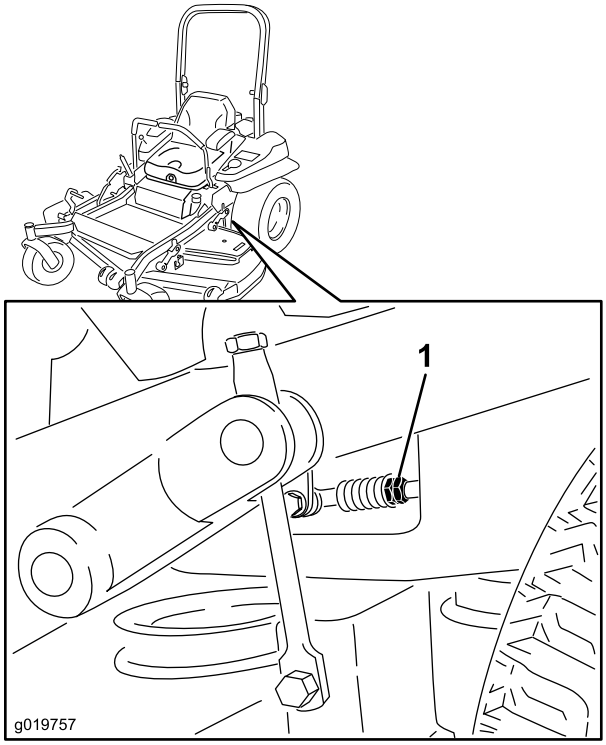

Figur 79
7. För rörelsereglagespakarna till neutralläget. Justera längden på pumpens reglerstav genom att vrida de dubbla muttrarna på staven i lämplig riktning tills hjulet står stilla eller långsamt kryper bakåt (Figur 79). För rörelsereglagespakarna till backläget. Tryck försiktigt på reglaget och låt fjädrarna för indikator bakåt föra reglagen tillbaka till neutralläget. Hjulen måste sluta snurra eller rotera långsamt bakåt.